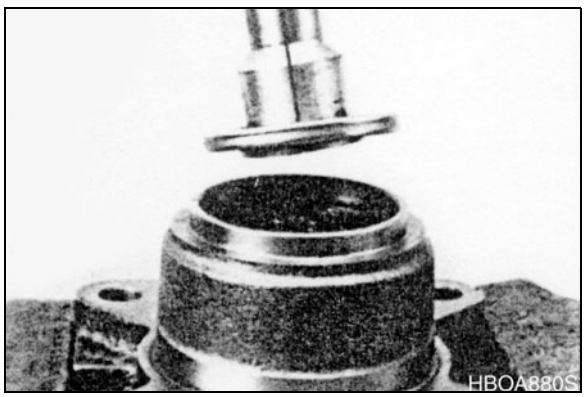

Figure 27
19. Remove housing (18) from vise, invert it and remove and discard seal (20). A blind hole bearing or seal puller required. See Figure 27.